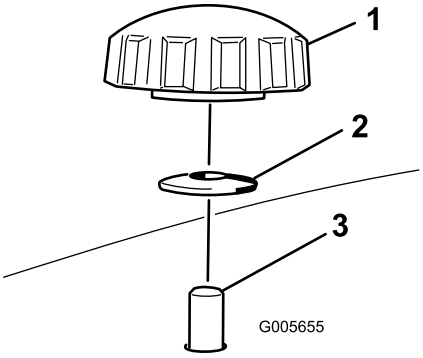
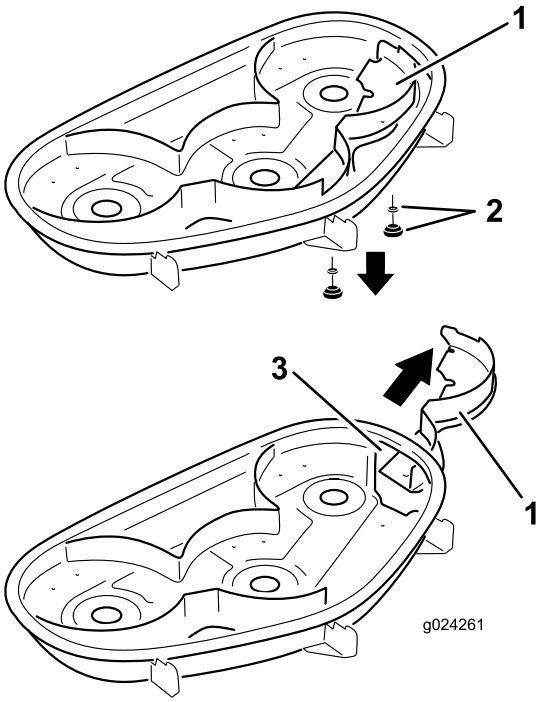

Figuur 28
Figuur 29
4. Verwijder de 2 knoppen en de klemringen waarmee de rechterplaat is bevestigd aan het maaidek (Figuur 28).
5. Verwijder vervolgens de rechterplaat en laat de grasgeleider over de uitwerpopening zakken zoals wordt getoond in Figuur 28 en Figuur 29.
5. Schuif de rechterplaat onder het maaidek en bevestig het met 2 knoppen en klemringen (holle kant gericht naar het maaidek) zoals wordt getoond in Figuur 28 en Figuur 29.